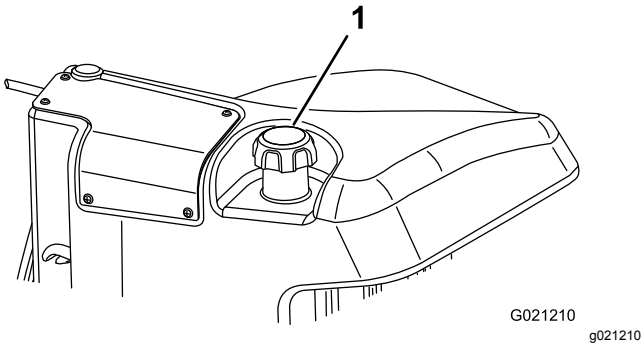

Figur 29
3. Ta bort locket från bränsletanken (Figur 29).